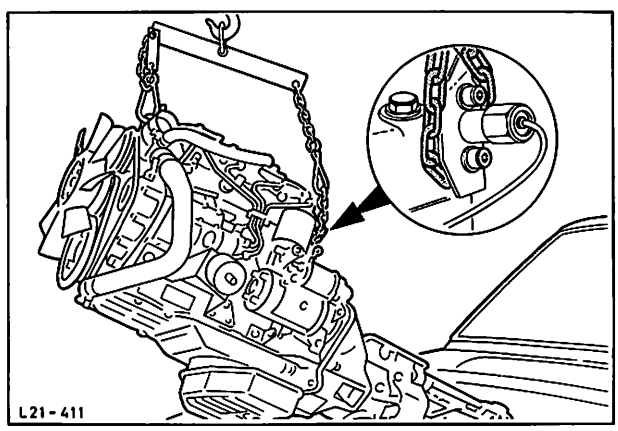

Abb. 21 Motor zusammen mit Getriebe herausheben
16. Motorhebevorrichtung 21-068 wie gezeigt in die Blechösen des Motors einhängen. Motor zusammen mit Getriebe aus dem Fahrzeug herausheben, Abb. 21.